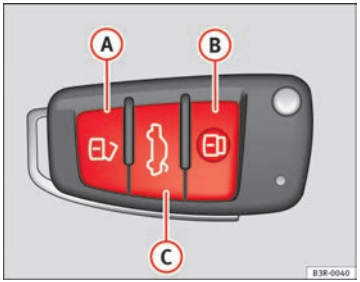

Fig. 78 Remote control key: Control buttons ▶
– Press button (A) ⇒ Fig. 78 for about 1 second.